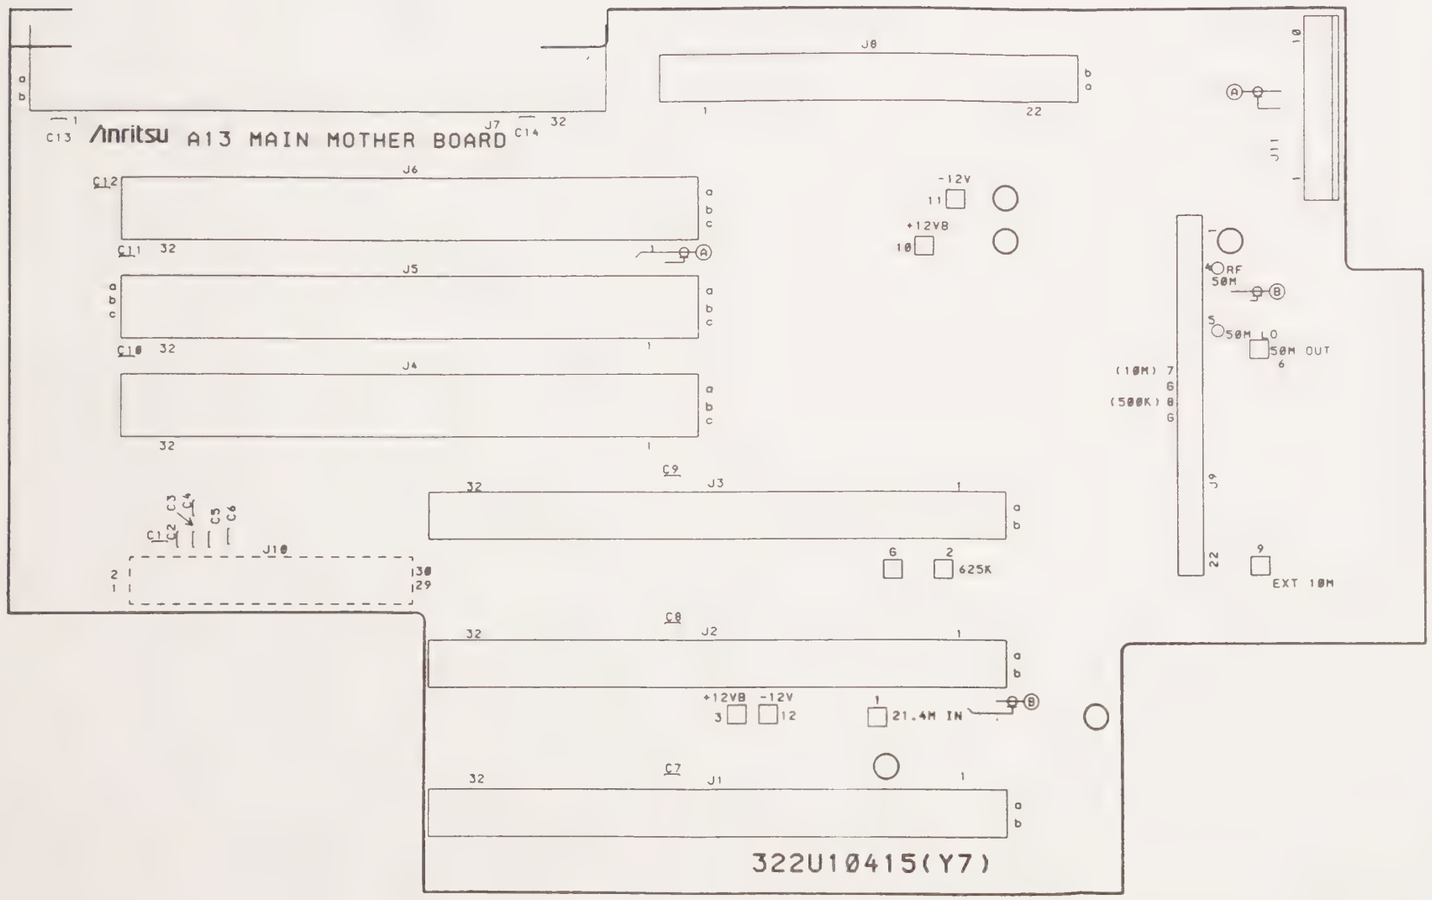

Fig. 3-57 A13 MAIN MOTHERBOARD
1. A13 MAIN MOTHERBOARD (Fig. 3-57, 24)